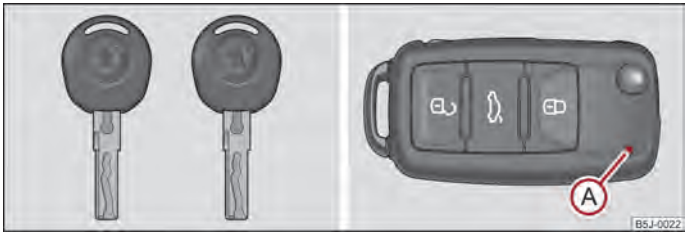
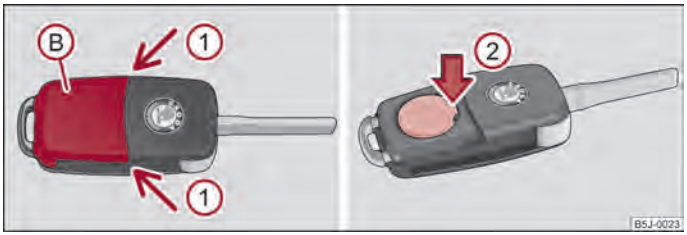

Fig. 9 Set di chiavi senza telecomando / chiave con chiave con comando a distanza
Fig. 10 Chiave con comando a distanza - rimozione del coperchio / rimozione della batteria
Con la vettura vengono consegnate due chiavi. A seconda dell'equipaggiamento, la vettura può essere dotata di chiavi senza telecomando ⇒ fig. 9 - lato sinistro, oppure con telecomando ⇒ fig. 9 - lato destro.
Ogni chiave a distanza è provvista di una batteria alloggiata sotto il coperchio Ⓑ ⇒ fig. 10. Quando la batteria è scarica, premendo un tasto della chiave con comando a distanza, la spia di controllo rossa Ⓐ non lampeggia ⇒ fig. 9. Si raccomanda di far sostituire le batterie delle chiavi presso un'officina ŠKODA autorizzata. Qualora si desideri comunque sostituire in prima persona la batteria scarica, procedere come segue:
– Premere il coperchio della batteria con il pollice oppure con un cacciavite piatto in corrispondenza delle frecce ①.
– Togliere la batteria scarica dalla chiave premendo verso il basso la batteria in corrispondenza della freccia ② ⇒ fig. 10.